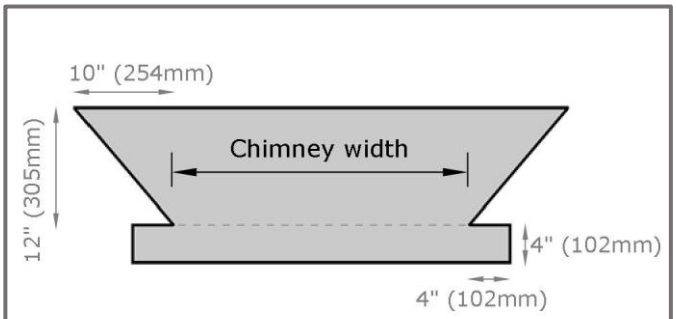

FIGURE 20 - Chimney Flashing
- Install an apron flashing on the front of the chimney. Install step flashing along the sides. For further details see the VERTICAL WALL FLASHINGS section. For recommended dimensions, see **Figure 20**.